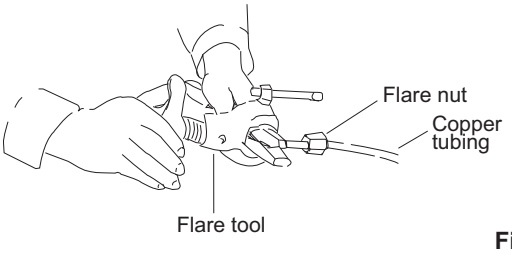

Fig. 2-313
(3) Remove the flare nut from the unit and be sure to mount it on the copper tube.
(4) Make a flare at the end of copper tube with a flare tool. (Fig. 2-313)